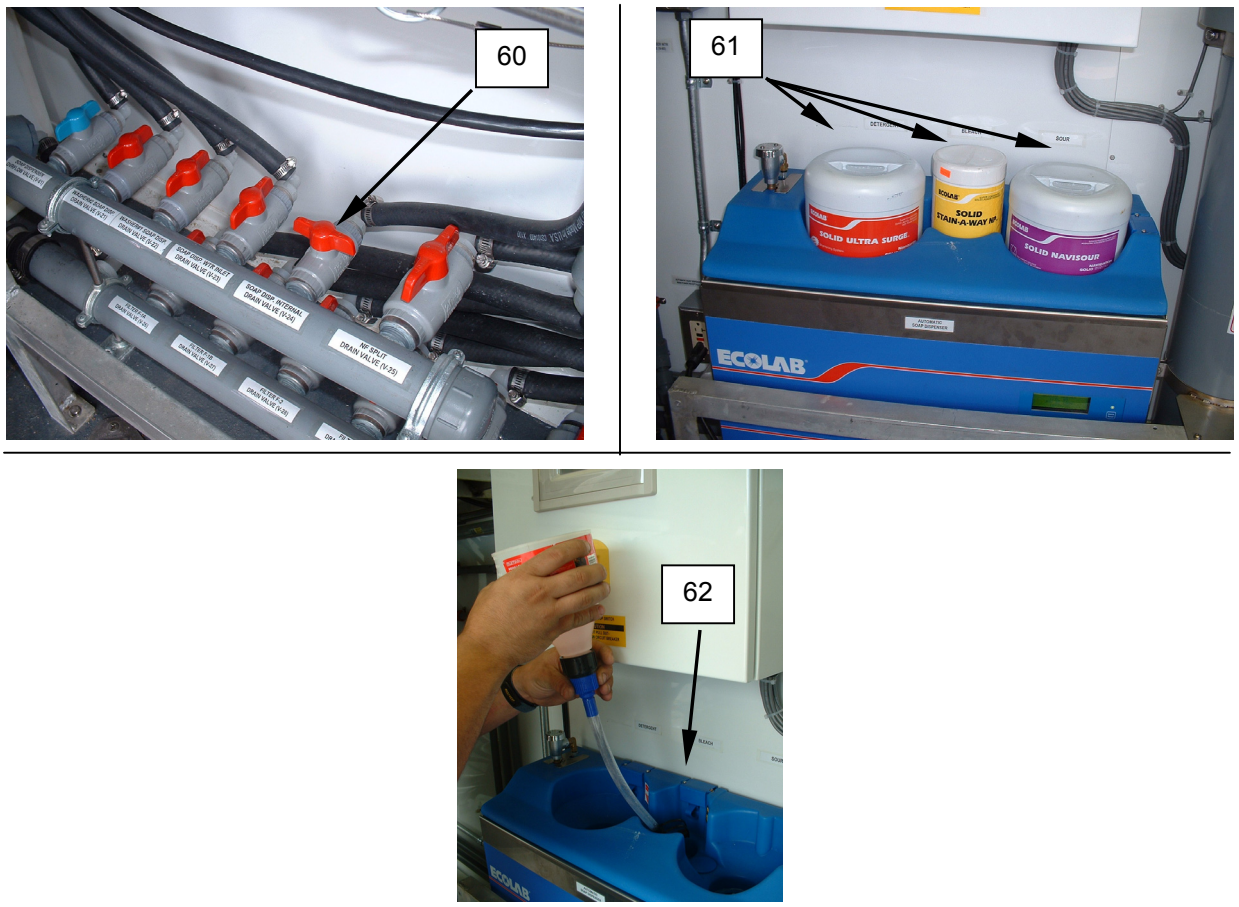

Figure 30. Add Antifreeze - Automatic Soap Dispenser.
1. Close soap dispenser internal drain valve V-24 **(Figure 30, Item 60)**.
2. Remove laundry chemical canisters **(Figure 30, Item 61)** for the Automatic Soap Dispenser and cover canisters.
3. Add 12 oz. of antifreeze (propylene glycol) to bleach drain **(Figure 30, Item 62)**.
4. Keep soap dispenser internal drain valve V-24 closed **(Figure 30, Item 60)**.